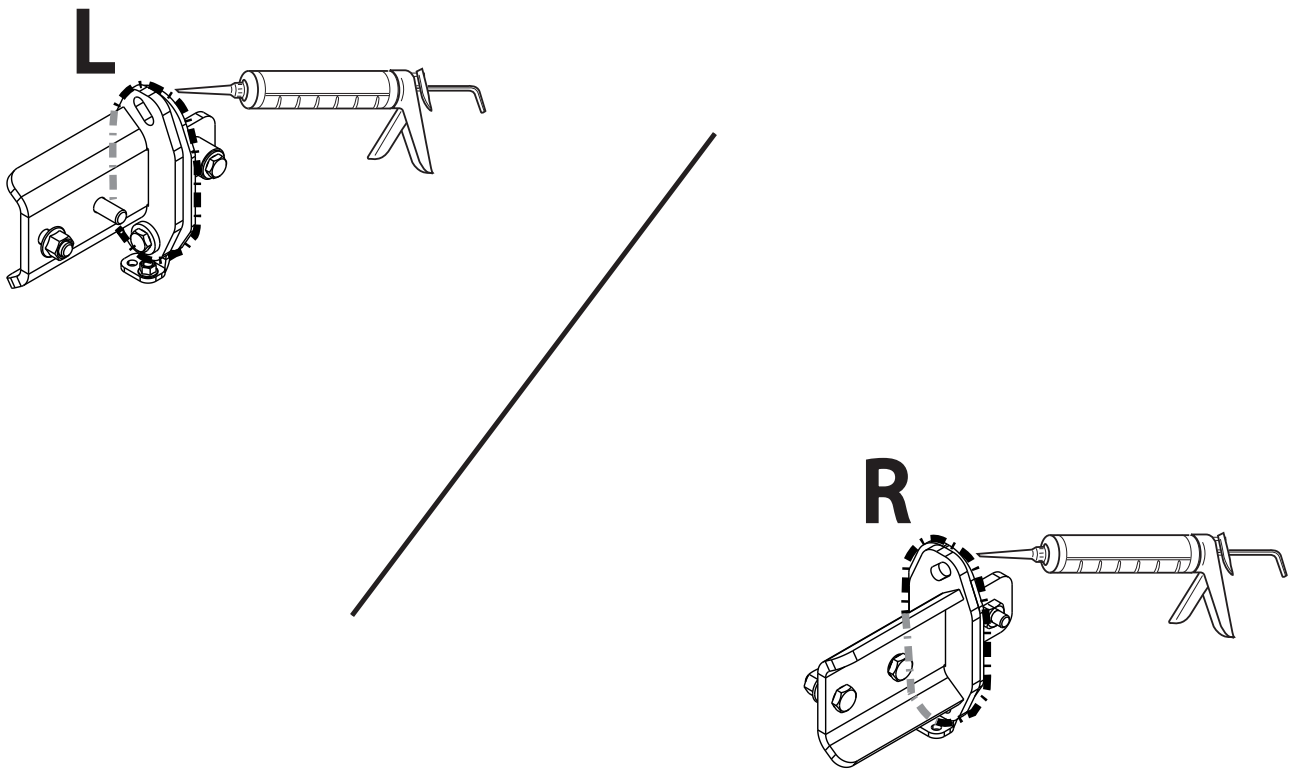

Fig. 2
8. Герметизировать обозначенные части (см. рис. 2)